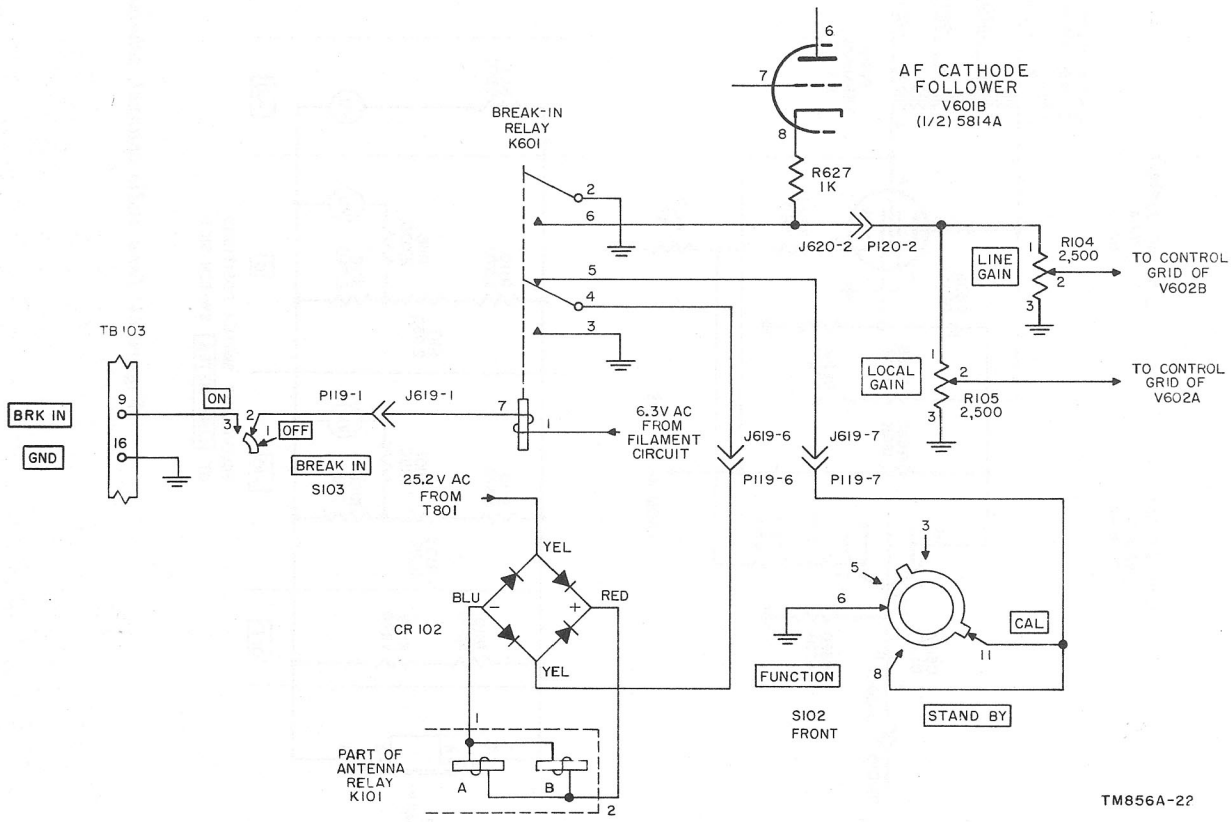

Figure 45. Break-in circuit, schematic diagram.
b. Amplified audio signals from terminal 3 of S104 are fed through connectors P120-4 and J620-4 to the control grid of af cathode follower V601B. The cathode of V601B is connected to ground through cathode resistor R627 in series the parallel-connected potentiometers R104 and R105. These are respectively the LINE GAIN and the LOCAL GAIN controls on the front panel of the receiver. The line audio signals are taken from the arm of potentiometer R104 through connectors P120-3 and J620-3 and coupling capacitor C607 to the control grid of line af amplifier V602B. Local audio signals are fed from the arm of potentiometer R105 through connectors P120-1 and J620-1 and coupling capacitor C604 to the control grid of local af amplifier V602A. The grid resistor of af cathode follower V601B, connected at the junction of R627 and the parallel combination of the LOCAL GAIN and LINE GAIN controls, is R608. Sufficient cathode bias prevents excessive plate current from flowing when the BREAK IN switch (fig. 45) causes relay K601 contacts 6 and 2 to close and ground the lower end of R627. When S104 is in the WIDE position, capacitor C601 and resistor R602 connect the audio signal present at the junction of R627 and the R104, R105 combination to the grid of the first af amplifier. This introduces negative feedback into the V601A circuit and reduces the gain of this stage approximately 5 db. The negative feedback reduces distortion in these two stages. This gain loss is comparable to the loss in FL601 in the SHARP position.
(fig. 45)
b. Filament and Oven Circuits (fig. 102). Filament voltage for all the tubes in the receiver except V505, V701, V801, and V802 are obtained from the 6.3-volt ac line, which is obtained from the filament (terminals 11 and 12) secondary winding of power transformer T801. Filament voltage for tubes V201 through V204 and V206 and V207 in the rf subchassis are made through connectors P108-B and J208-B. Rf choke coils L202 through L207 and capacitors C300 through C305 decouple rf and prevent rf currents from entering or leaving the filament circuits. Tubes V501 through V504 and V506 through V509 obtain 6.3-volt filament power through connectors P112-20 and J512-20. Resistor R536, a 4-ohm resistor, reduces the filament current to limiter tube V507 to approximately 5.3 volts. This does not impair operation of the stage but does reduce the filament hum generated by this stage. Connectors P119-10 and J619-10 connect 6.3 volts ac directly to the filaments of all the tubes in the af subchassis. Tube V401 in the crystal oscillator subchassis receives 6.3 volts ac through connectors P110-B and J410-B. Rf filament choke L402 and capacitors C414 and C415 bypass rf signals to ground at the filament rf this tube. Secondary winding 8, 9, and 10 of power transformer T801 supplies 25.2 volts ac to the heaters of rectifiers V801 and V802. This 25.2 ac source is also fed through connectors J811-1 and P111-1 to bridge rectifier CR102. The rectified voltage, approximately 20 volts dc, is used to energize antenna relay K101 when the yellow lead at the output side of the bridge is grounded through the closed contacts 4 and 3 or 4 and 5 of break-in relay K601 (fig. 45). The 25.2 volts ac is further used to supply filament voltage to tube V505 and tube V701 in series with each other and with current regulator RT510. This circuit maintains the filament current of these critical frequency-determining circuits constant under conditions of varying line voltage. Capacitors C538 and C712 and rf choke L706 decouple rf from the filament circuit. Crystal oven HR202 is operated by 6.3 volts ac through connectors P108-F and J208-F, and is in operation at all times that power is applied to transformer T801. Ovens HR701 and HR401 receive 25.2 volts ac for their heater circuits when OVENS switch S106 is in the ON position. This switch should be operated only when the receiver is operated in low temperature surroundings or when the ultimate in frequency stability is necessary.